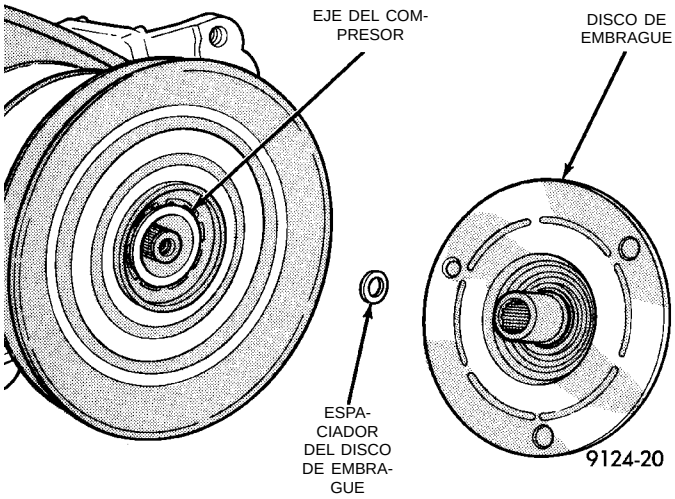

Fig. 24 Disco de embrague y espaciador/es
(2) Golpee suavemente el disco de embrague con un martillo plástico y retire el mismo junto con el o los espaciadores (Fig. 24).